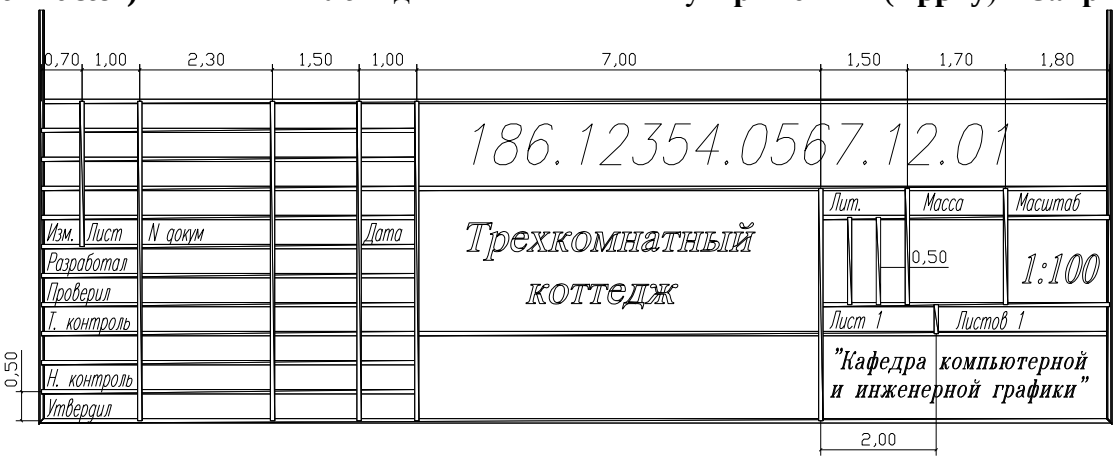

Рис. 43
10.Напечатайте текст в штампе: введите команду dt, щелкните на кнопке **Без привязки** (**Snap to None**), а затем щелкните в пятой сверху графе самого левого столбца. Угол поворота выберите по умолчанию 0, нажав **Enter**. Напечатайте *Изм*. И еще раз нажмите **Enter.** При необходимости переместите текст с помощью маркера. Скопируйте текст с помощью команды **Копировать объект (Copy)** или с помощью ручек в те места на штампе, где используется данный стиль шрифта. Измените текст с помощью команды **Ddedit**, выбрав в меню **Modify/Text**, и корректируя надпись согласно рисунка штампа. Для обозначения документа, названия, масштаба сделайте свой стиль (рис. 43).